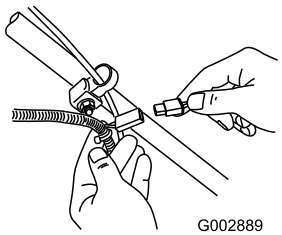

Figur 39
1. Slut opladeren til plæneklipperens ledningsnet neden for tændingsnøglen (Figur 39).